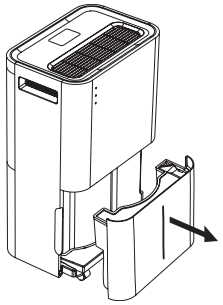

Рис. 4
1. Возьмите бак по бокам, чтобы его выдвинуть (рис. 4).